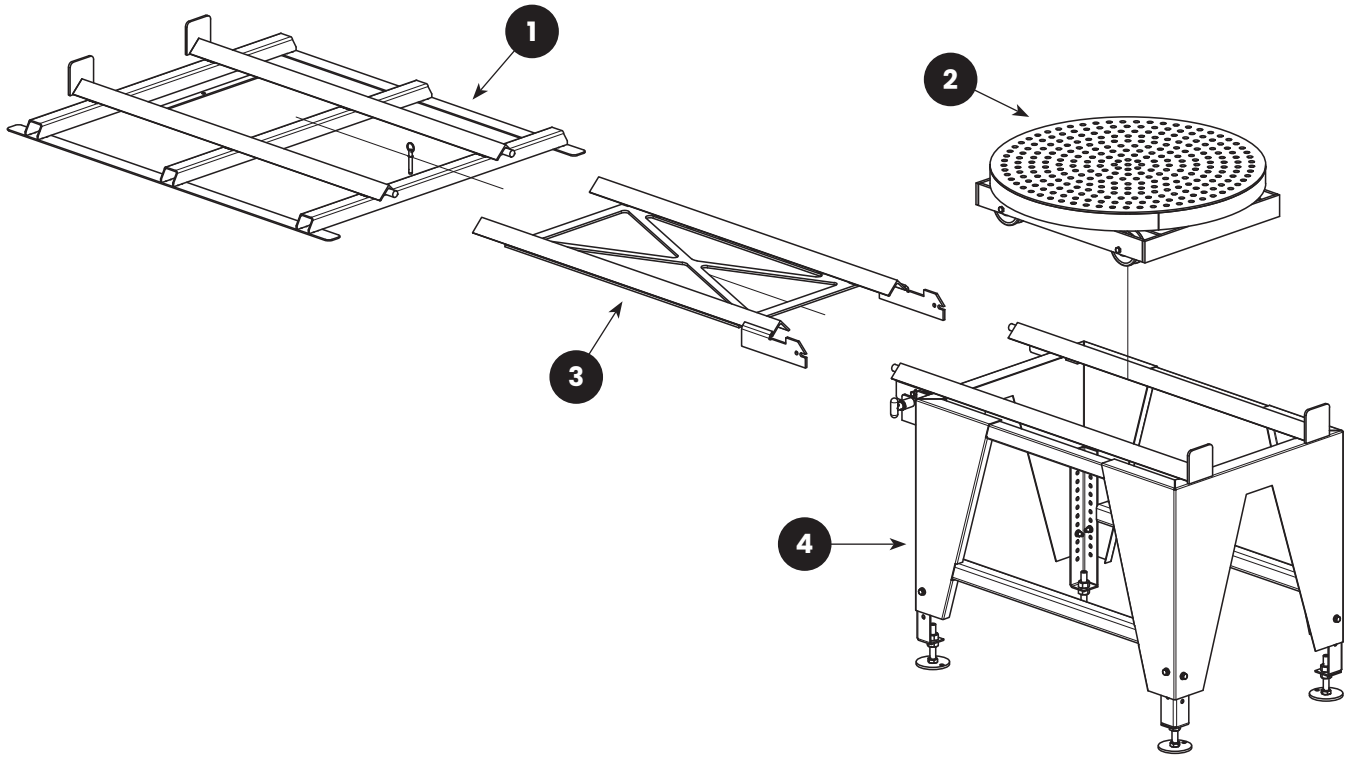

FIGURE 2: (1) Inside Track; (2) Turntable & Workcar; (3) Hinged Track Extension; (4) Outside Track
2.3.1 | Components of the turntable and track assembly are shown in **Figure 2**. The assembly consists of: